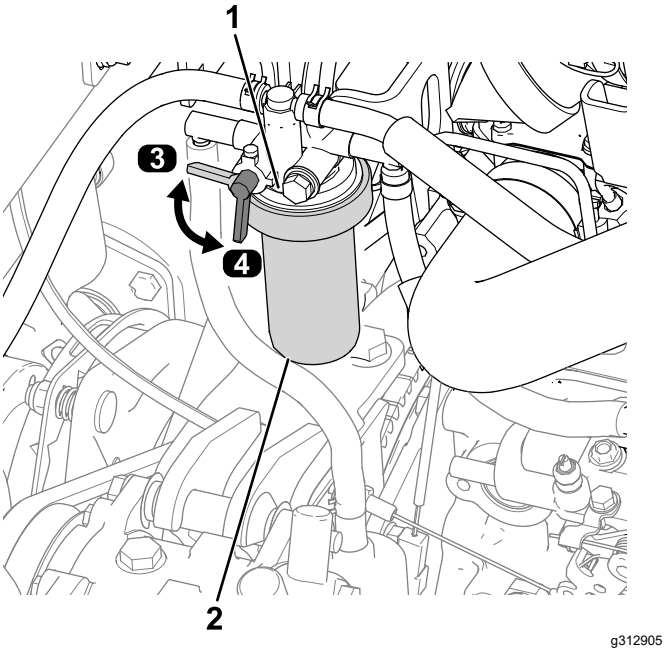

Figur 57
1. Vrid bränslekransspaken till AVSTÄNGT läge (Figur 57).
2. Gör rent området kring bränslefilterhuvudet (Figur 57).
3. Demontera filtret och rengör filterhuvudets monteringsyta (Figur 57).
6. Vrid bränslekransspaken till PÅSLAGET läge (Figur 57).